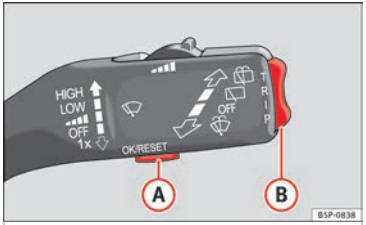

Fig. 38 Windscreen wiper lever: control buttons.
– Select the option **Vehicle status** from the main menu: "Main menu" and press button OK on the windscreen wiper lever (A) ››› Fig. 38. **or**